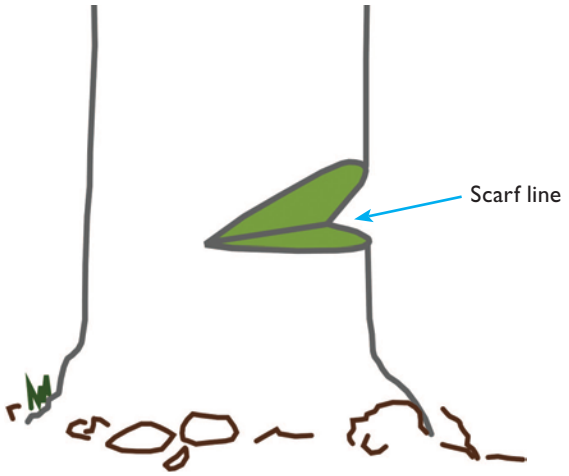

Figure 21: Illustration of scarf line.
- The line where the two scarf cuts meet is called the scarf line (see Figure 21).